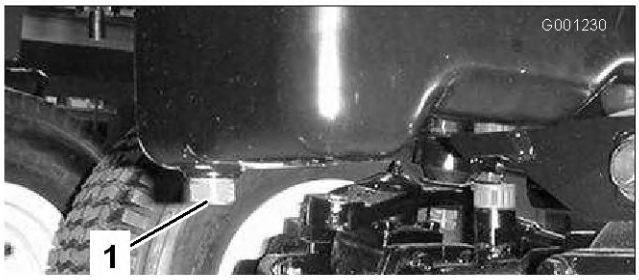

Figure 48
3. Placez un bac de vidange sous le carter en face du bouchon de vidange (Figure 48).